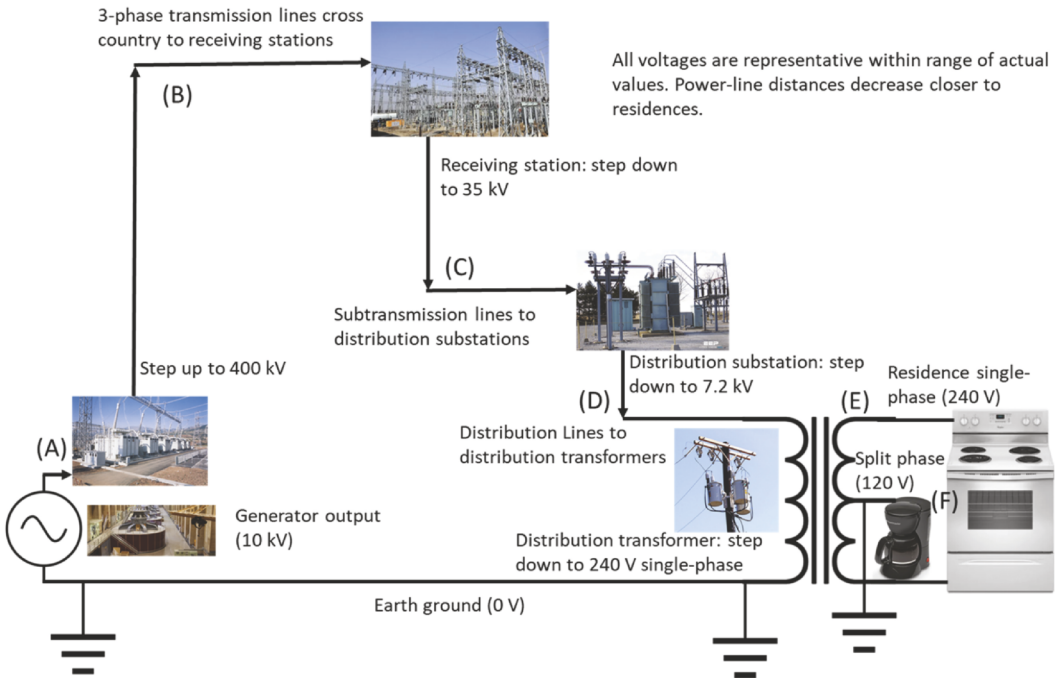

FIGURE 3.13 (Step 9) Power grid with representative voltages at each stage.
Referring to Fig. 3.13, imagine that the 3PG is the three-phase subtransmission lines at 35 kV (C); one of your transformers (T1) is one phase of the distribution substation with 35 kV at the primary, and 7200 V (D) at the secondary. The secondary of T1 feeds the primary of T2, which represents a distribution transformer that steps down to 240 V (E) and provides power to several homes ((E) and (F)). In short, you will replace the 250 Ω resistor in Step 7 with the primary of T2. The resistors that come off the secondary of T2 will model home appliances. You will use only Ph-A, since homes are only single-phase and there is no need to include the other phases, which would normally power a different part of a neighborhood.
14. **Checking voltages at 3-phase transformer outputs.** Now you will start to build your benchtop model of the United States' 1000-gigawatt power grid as shown in Fig. 3.13. You will take measurements from all the phases at the outputs of the transformers.
Now imagine that each of the transformers on the wye-source sub-circuit is a substation transformer that steps down from 35 kV to 7200 V ((C) to (D) in Fig. 3.13). Each line heads out to a neighborhood (called 'NA,' 'NB,' and 'NC') where it will be connected to distribution transformers from 7200 V to 240 V ((D) to (E)). In your model system, the 250 Ω load resistors represent one of these 7200 V to 240 V distribution transformers that might serve a few homes. The purpose of the neutral wire at the transformers is to provide a return path to the 35 kV substation. Ideally, for a wye-wye balanced load, no current flows on that neutral wire. When the loads are unbalanced, some current will flow in the neutral, which will be tested in the next few steps.